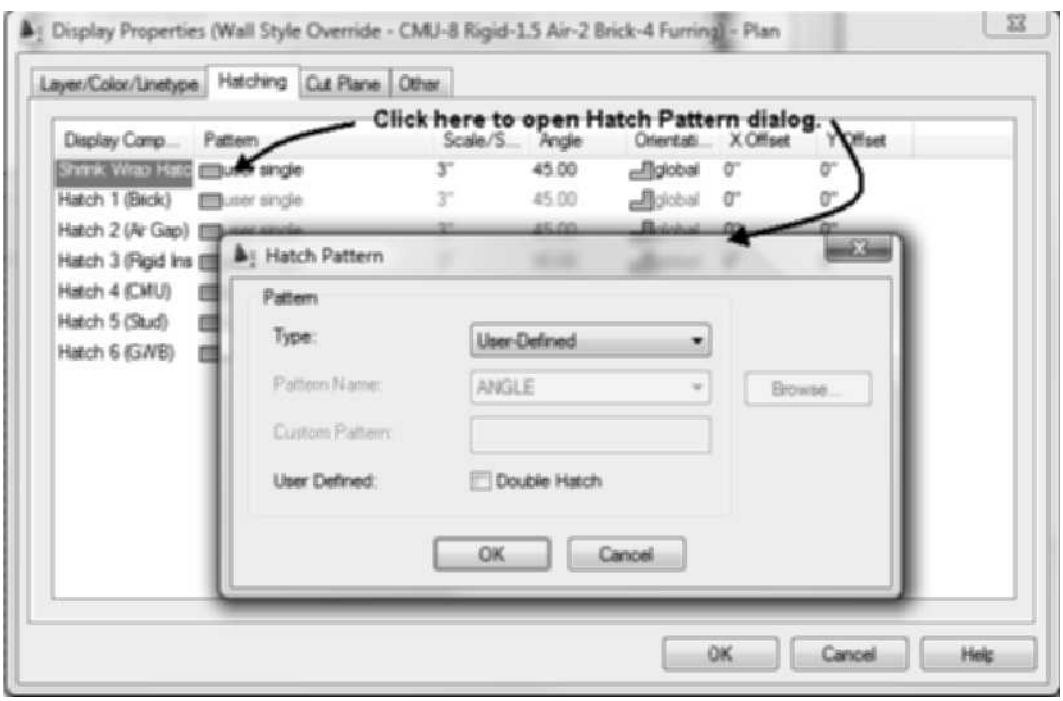

FIGURE 3.29 *Setting the hatch pattern in the Hatching tab*
53. Choose the Hatching tab to specify the hatch pattern, scale, orientation, and offsets for the hatch. To change the hatch properties, click in the respective column and edit the hatch pattern, hatch scale factor, angle, orientation, X offset, and Y offset. If the **By Material** checkbox is clear in the Layer/Color/Linetype tab for a display component, the default **User Single** pattern is applied as shown in Figure 3.29. You can select other hatch patterns by selecting the **User Single** option of the **Pattern** column to display the **Hatch Pattern** dialog box shown in Figure 3.29.